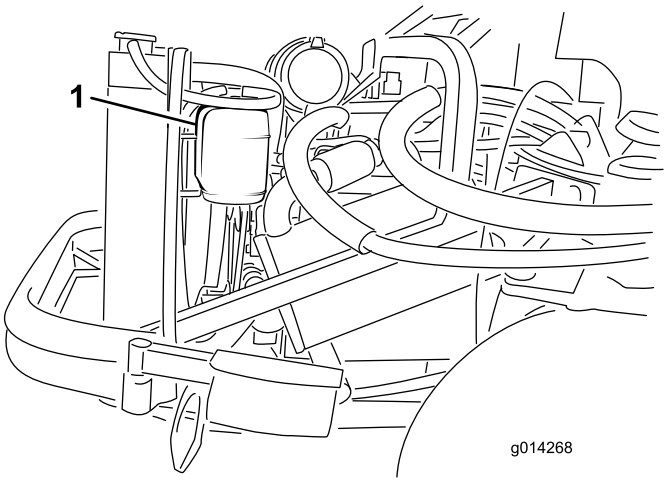

Figur 53
1. Kontrollera kylvätskenivån i expansionstanken (Figur 53). Nivån bör ligga mellan markeringarna på sidan av tanken.